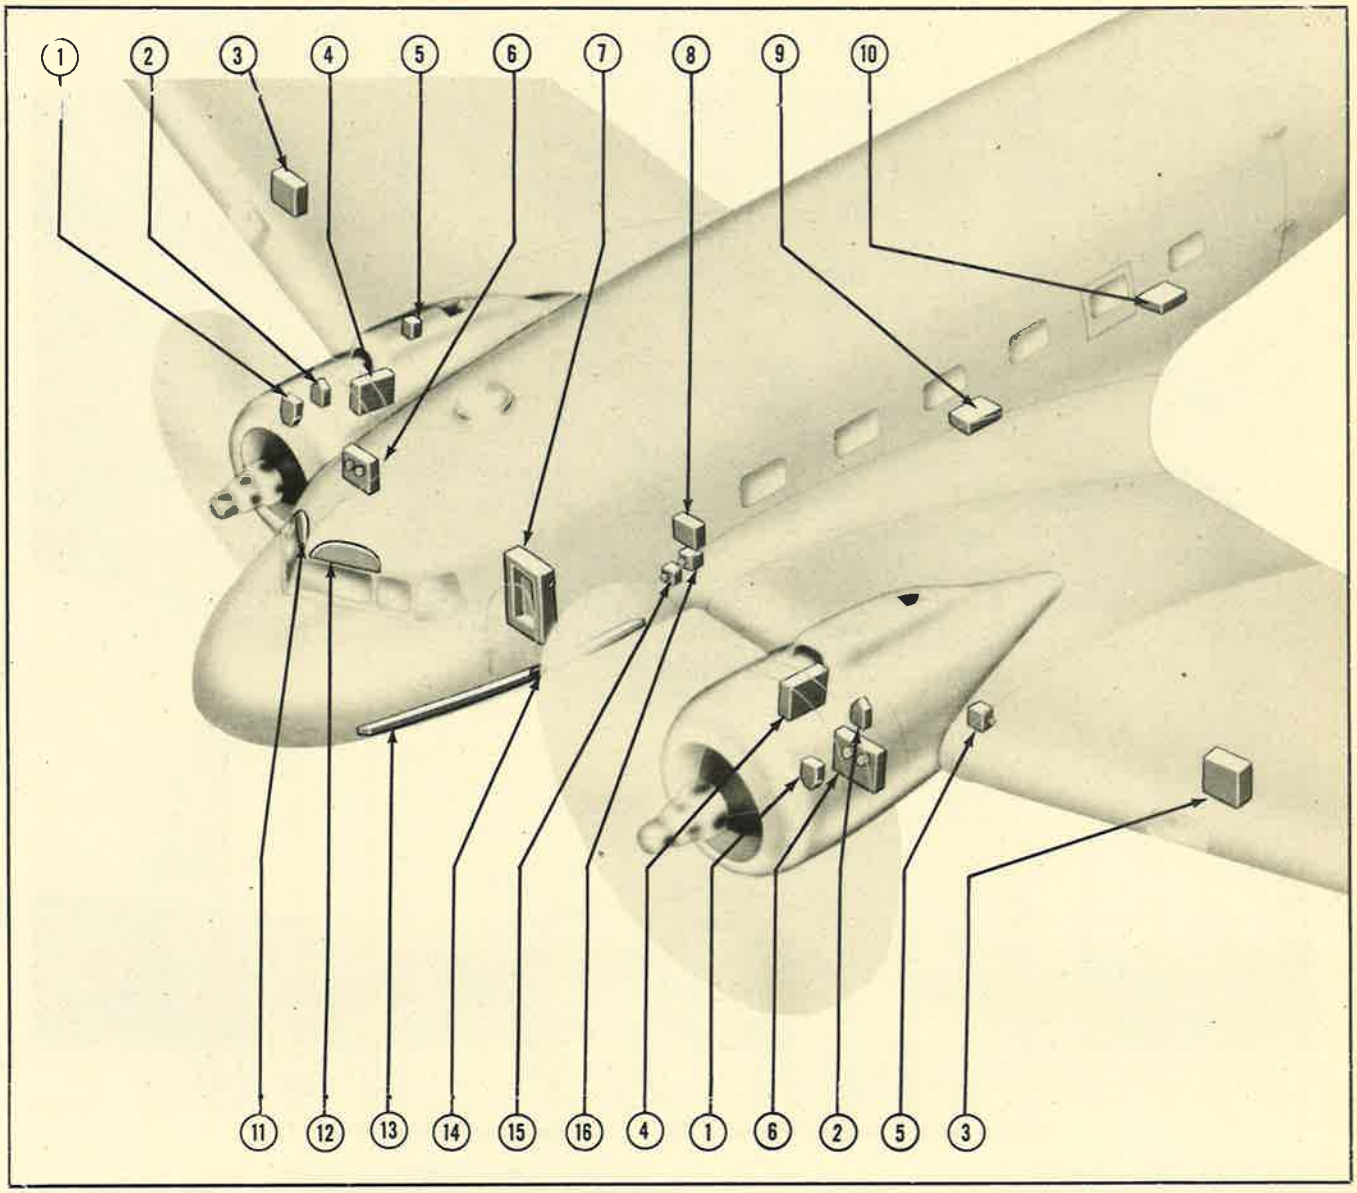

Figure 442—Control Panels and Junction Boxes
(2) JUNCTION BOXES. *(See figure 442.)*